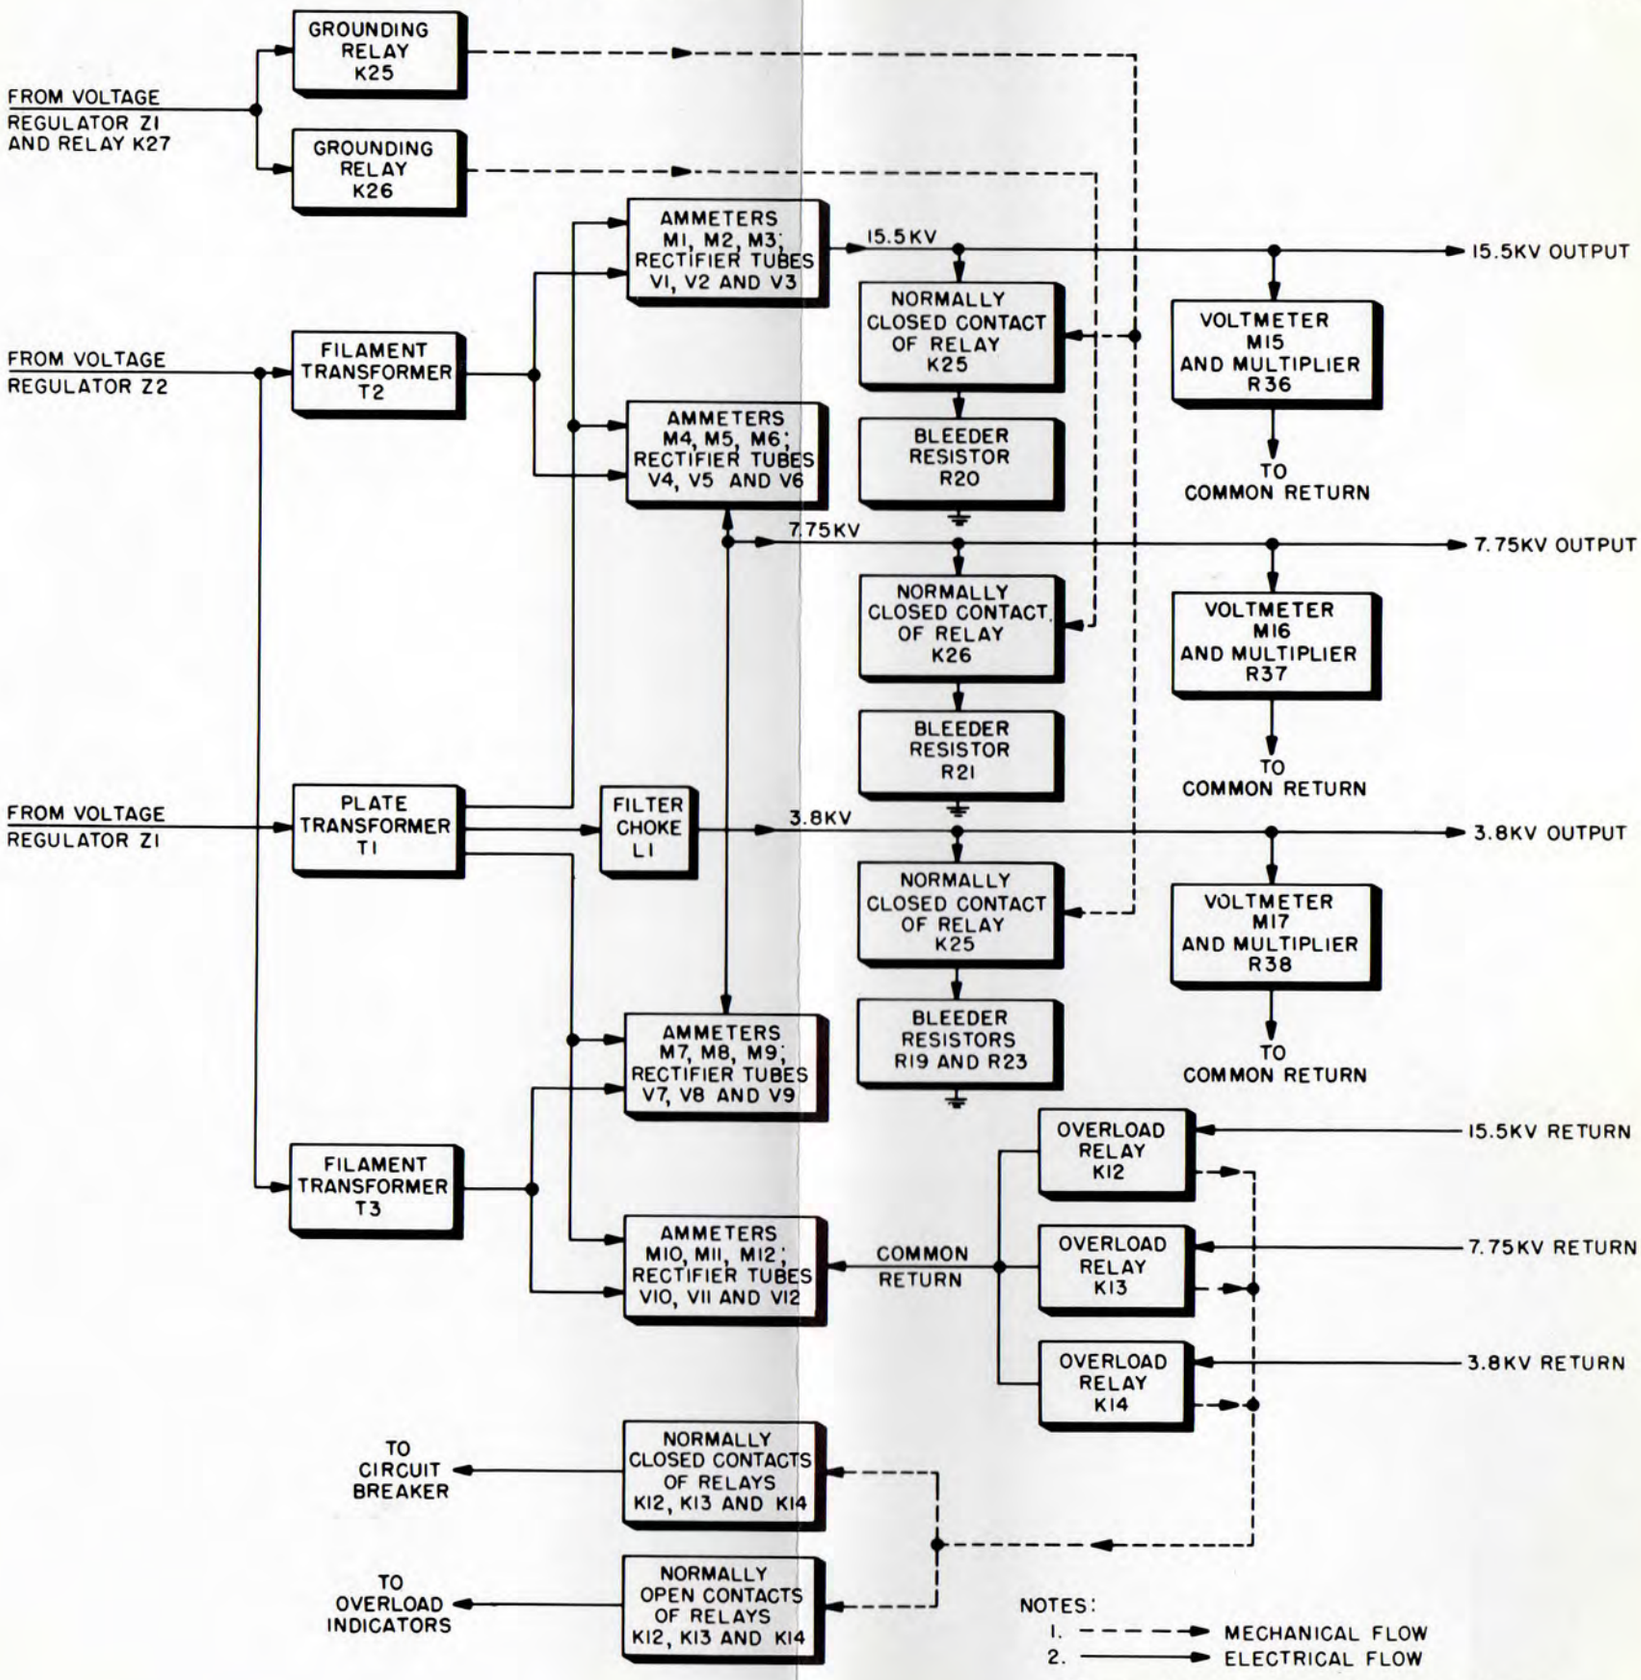

Figure 4-11. High-Voltage Output Circuits, Block Diagram
b. CIRCUIT ANALYSIS (figures 4-11 and 4-12). - Initial application of filament voltage to the high-voltage rectifier circuit is approximately half of its operational level. Resistors R4 through R11, in series with the output of voltage regulator Z2, limit the current to the filament transformers T2 and T3 until they are shunted by actuation of the 15 SEC DELAY relay K1. (Refer to paragraph 4-7b.) Full voltage is applied for 300 seconds to allow the filaments to heat before the application of plate voltage. Filament transformer T3 supplies rectifier tubes V1 through V6, and filament transformer T2 supplies rectifier tubes V7 through V12, both transformers having a separate, isolated secondary winding for each filament. Plate transformer T1 converts the regulated, three phase output of voltage regulator Z1 to six phase through its delta-wye wound secondary and steps up the amplitude to 6.65 kilovolts maximum. Voltage is applied to the rectifiers in A-B-C rotation; each with a 60 degree phase relation.